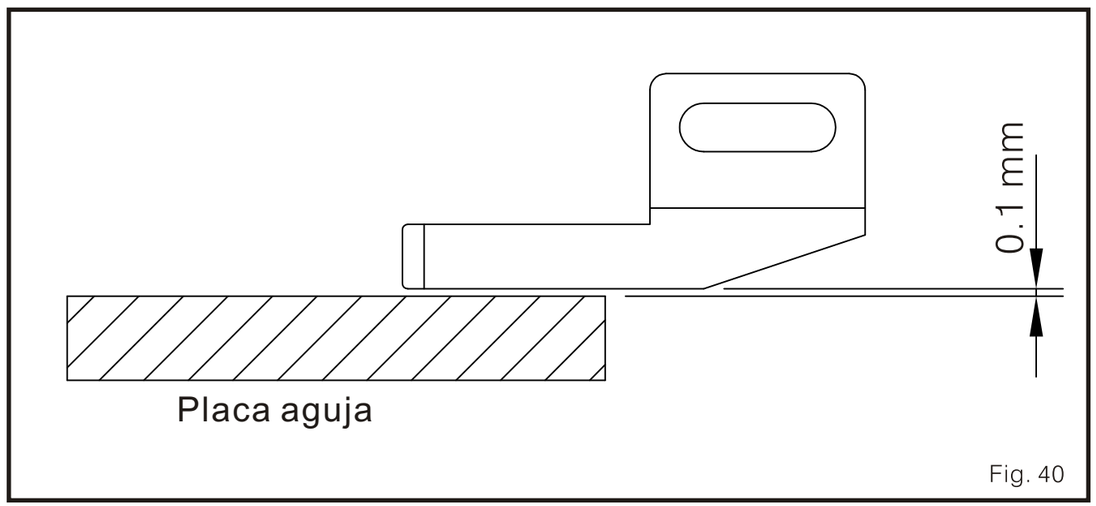

Fig. 40
2. El espacio entre el fondo de la barra y la superficie de la placa aguja debe ser de 0 0.1 mm (fig. 40)